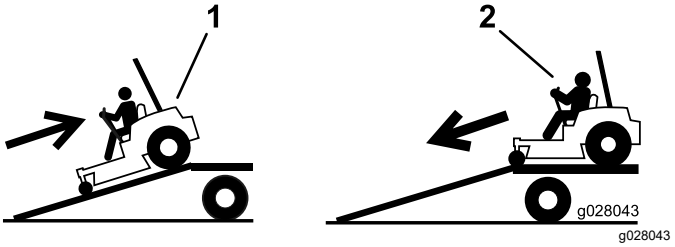

Figur 42
4. Backa maskinen uppför ramper (Figur 42).
2. Kör maskinen framåt nedför ramper (Figur 42).